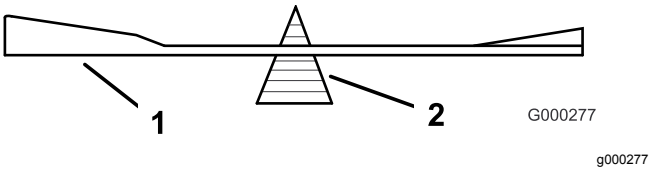

Figuur 103
2. Controleer de balans van het mes met een mesbalans (Figuur 103).